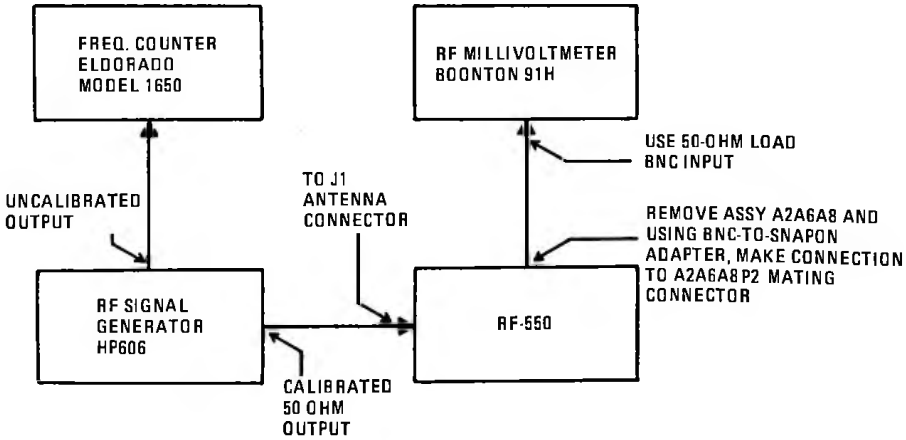

Figure 1. Test Setup, Assembly A2A6A10
b. Set up equipment as shown in figure 1.